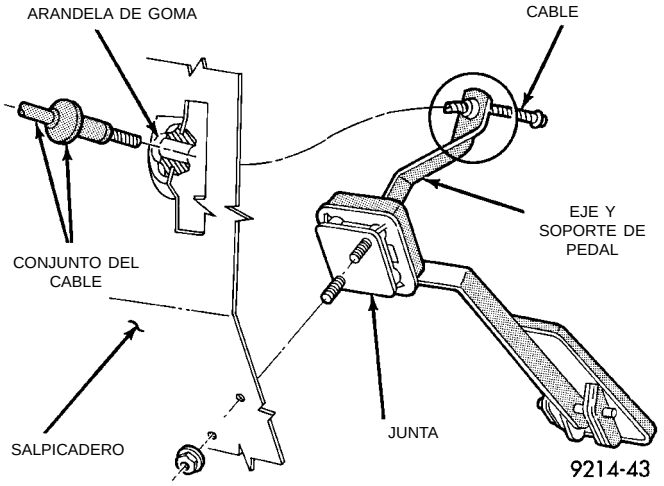
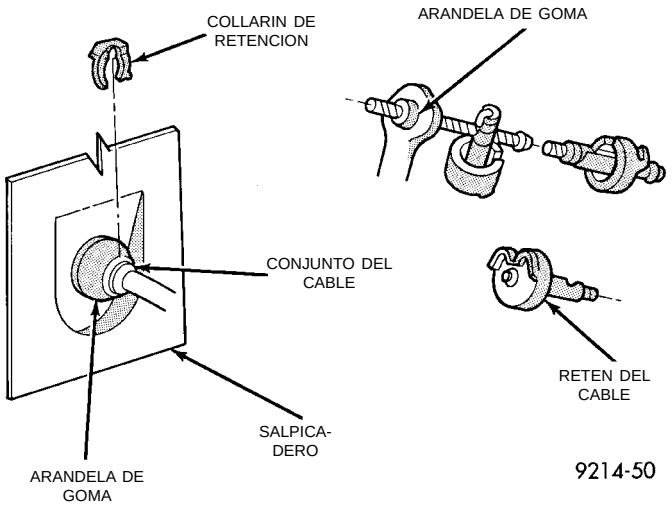
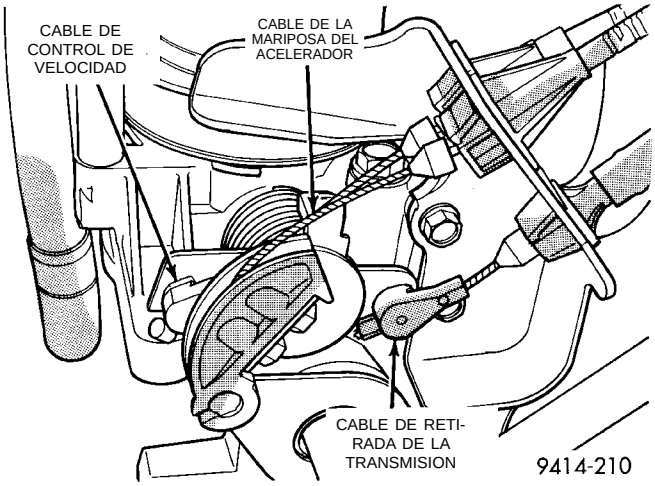
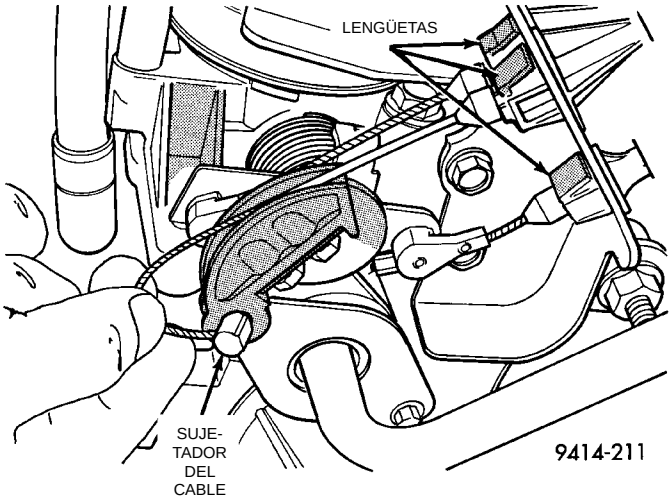

Fig. 36 Pedal del acelerador y cable de la mariposa del acelerador—Vista frontal
Fig. 37 Pedal del acelerador y cable de la mariposa del acelerador—Vista posterior
Fig. 41 Fijación de los cables al cuerpo de la mariposa
Fig. 42 Desconexión del cable de la mariposa del acelerador
(1) Desde el compartimiento del motor, retire el protector de la palanca de aceleración.
(2) Mantenga la manija de admisión del cuerpo de mariposa en la posición de abertura completa. Retire de la leva del cuerpo de mariposa el cable de la mariposa del acelerador.
(3) Desde el interior del vehículo, sostenga levantado el pedal y retire el sujetador de cable y el cable de la mariposa del acelerador, del extremo superior del eje del pedal (Fig. 36) y (Fig. 37).
(4) Desde el compartimiento del motor, retire las tuercas de los espárragos del pedal del acelerador (Fig. 36). Retire el conjunto del vehículo.
lerador y su sujetador, del extremo superior del eje del pedal (Fig. 36) y (Fig. 37).
(2) Desde el compartimiento del motor, retire el cable de la mariposa del acelerador de la leva del cuerpo de mariposa (Fig. 41) y (Fig. 42).
(3) Comprima las lengüetas de fijación del cable y deslice el cable para extraerlo del soporte.
(4) Desde el interior del vehículo, sostenga elevado el pedal y retire el sujetador de cable y el cable de la mariposa del acelerador, del extremo superior del eje del pedal (Fig. 36) y (Fig. 37).
(5) Retire el collarín de retención del cable y arandela de la mariposa del acelerador, situados en el salpicadero.
(6) Desde el compartimiento del motor, retire el cable de la mariposa del acelerador de la arandela de goma del salpicadero. Esta arandela debe quedar en el salpicadero.
(1) Desde el compartimiento del motor, empuje la conexión del extremo de la cubierta del cable e introdúzcala en la arandela de goma situada en el salpicadero.
(2) Instale la cubierta del cable (extremo correspondiente al cuerpo de mariposa) en el soporte de instalación situado en el motor.
(3) Desde el interior del vehículo, sostenga levantado el pedal e instale el cable de la mariposa del acelerador a través del orificio que hay en el extremo superior del eje del pedal. Instale el retén del cable (Fig. 37).
(4) Instale el collarín de retención del cable.
(5) Desde el compartimiento del motor, gire la manija de admisión hasta la abertura completa e instale el sujetador del cable (Fig. 42).